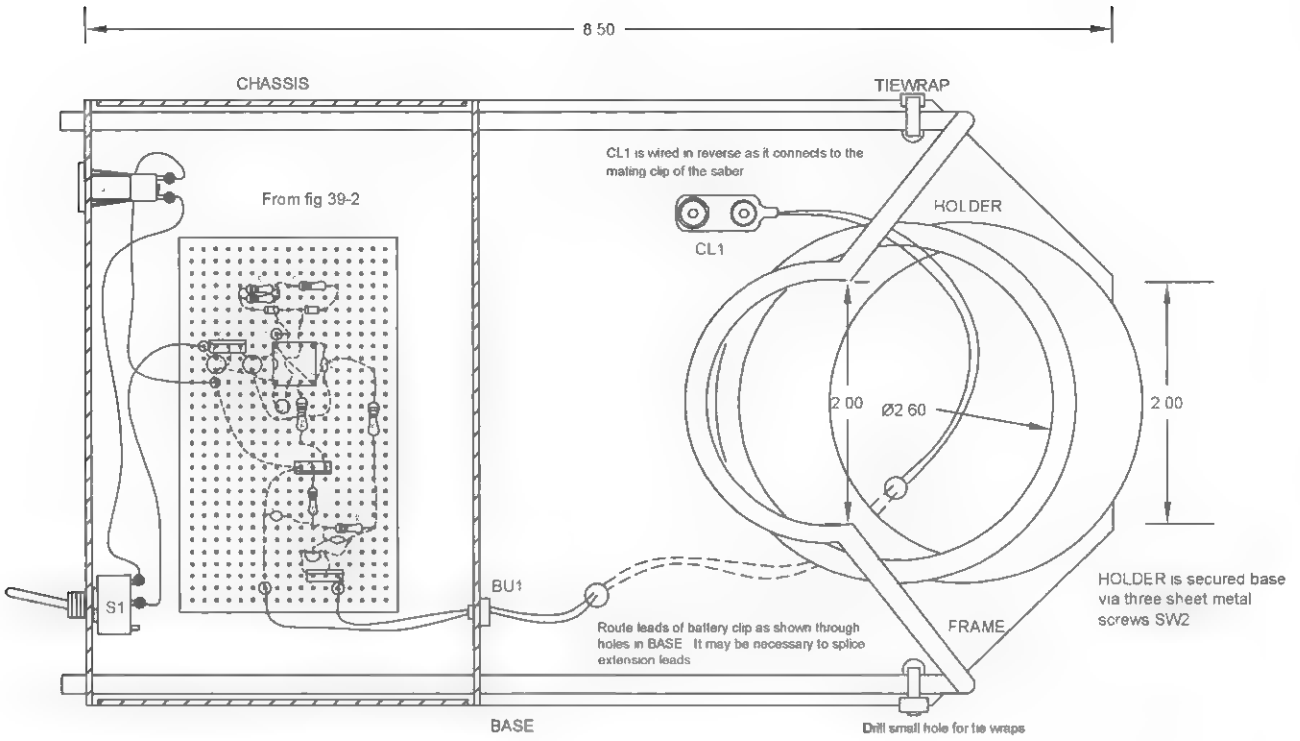

Figure 39-5 *Base fabrication*
2. Create the base section from a piece of plastic or aluminum, as shown in Figure 39-5. Note
The frame is secured in place by inserting the horizontal members through the corner holes in the chassis section. The front section of the frame is secured in place by two small tie wraps, as shown in Figure 39-5.
BASE	Create as shown in Figure 39-5 from .035-inch plastic